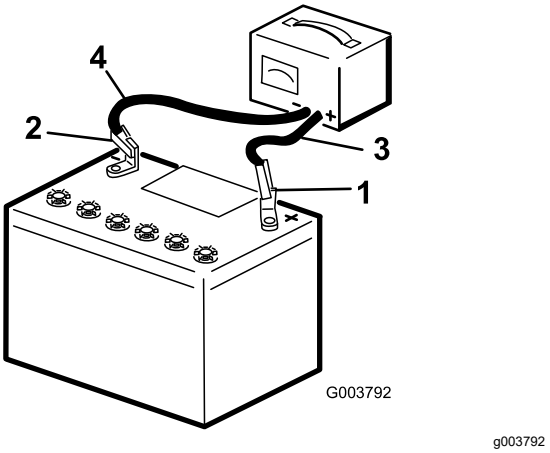

Figure 59
2. Charge the battery for 4 to 8 hours at a rate of 3 to 4 A (Figure 59). Do not overcharge the battery.
3. When the battery is fully charged, unplug the charger from the electrical outlet, then disconnect the charger leads from the battery posts (Figure 59).